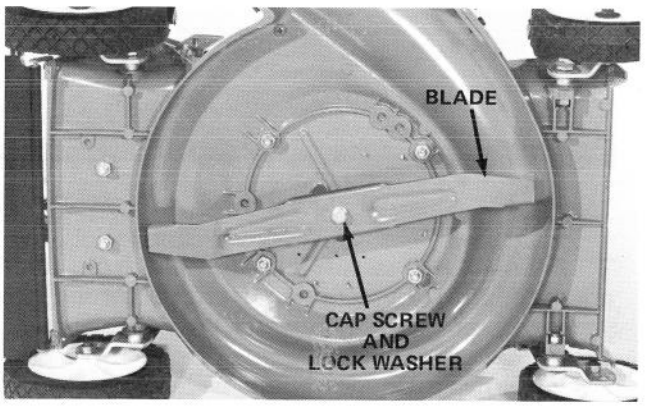

Figure 29
3. Grasp end of blade using a rag or thickly padded glove; then remove cap screw, lock washer and blade (Fig. 29).